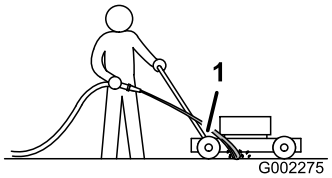

Figur 43
3. Hold den løbende haveslange i niveau med håndtaget, og lad vandet strømme ud på jorden lige foran højre baghjul (Figur 43).